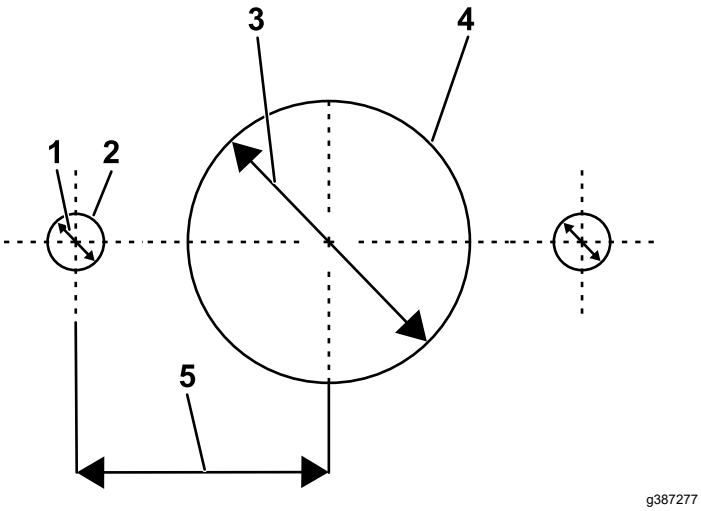

Figura 3
2. Utilizzando le misurazioni illustrate nella Figura 3 e il punto centrale come riferimento, praticate 3 fori nel seguente ordine:
Importante: **Assicuratevi che i 2 fori esterni siano simmetrici al foro centrale (Figura 3).**